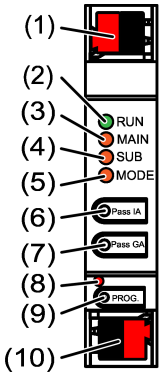

рисунок 1: Вид спереди
Светодиодный индикатор состояния **RUN** показывает состояние функций фильтра, (см. рисунок 1).
- Подключите линии шины к соединительным клеммам KNX (см. рисунок 1) с соблюдением полюсов.
- Подключите линию верхнего уровня к нижней соединительной клемме (10). Через этот разъем выполняется электропитание прибора.
- Подключите подчиненную линию к верхней соединительной клемме (1).